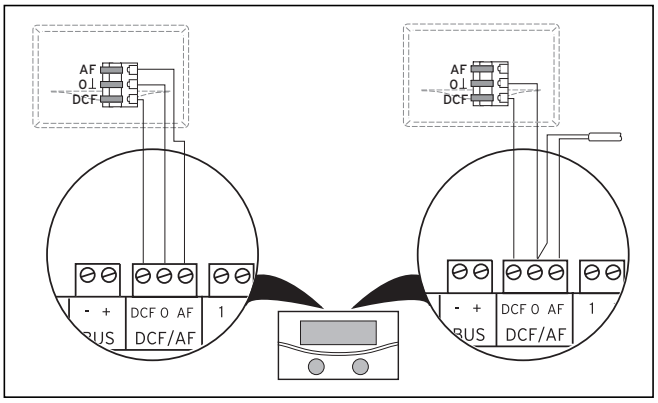

**Afb. 6.12 VRC DCF-ontvanger aansluiten**
- Bedraad de DCF-ontvanger overeenkomstig afb. 6.12.